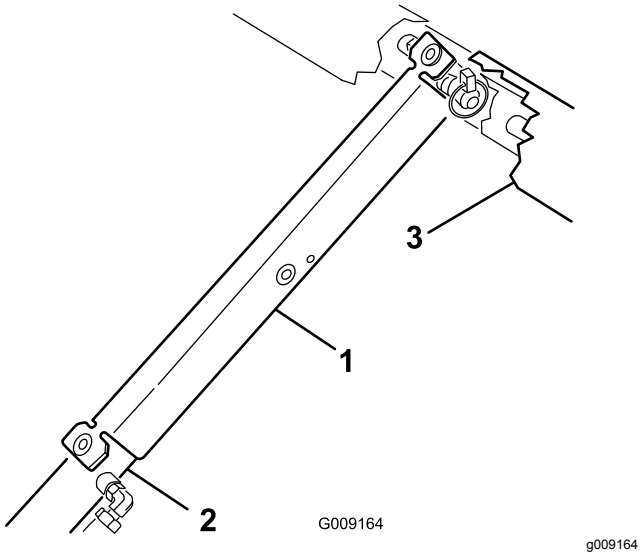

**Figur 15**
10. Skyv støttepilaren for lasteplanet på sylinderstangen. Påse at pilarendene hviler på enden av sylinderløpet og sylinderstangen (Figur 15).